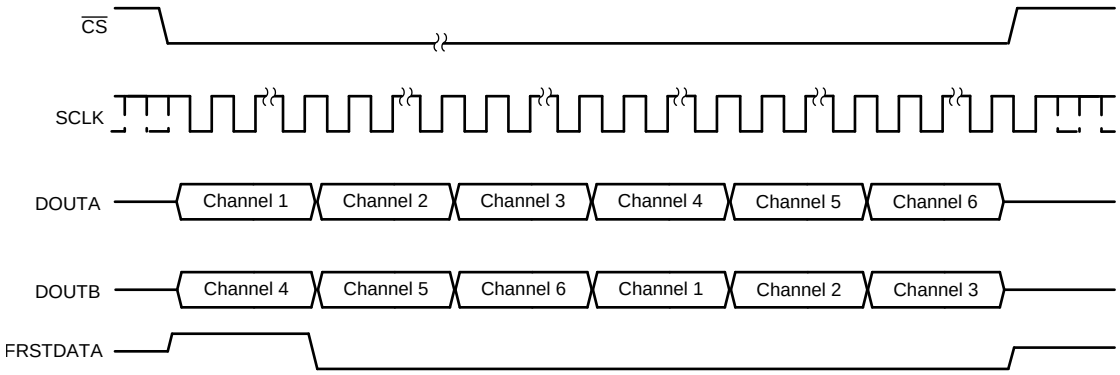

Figure 69. Data Read Back in the Serial Interface Using Either DOUTA or DOUTB Timing Diagram
- The conversion data can be read out of the device using only one of the two serial output lines, DOUTA or DOUTB. In this case, using DOUTA for output data read back is recommended because channel 1 data appear first on DOUTA followed by the data for other channels in ascending order. To read the data for all channels, provide a total of 16 × 6 = 96 SCLK cycles for the ADS8586S. This entire data frame can be created within a single $\overline{CS}$ pulse or each group of 16 SCLK cycles can be individually framed by the $\overline{CS}$ signal. The primary disadvantage of using just one data line for reading conversion data is that the throughput is reduced if a data read operation is performed after conversion. Figure 69 shows this operation.
- Alternatively, only DOUTB can be used for reading the conversion data from all channels. In this case, everything else remains the same and the output bit stream contains data for all channels in the following order: channels 4, 5, 6, 1, 2, and 3 for the ADS8586S. Figure 69 shows this operation.